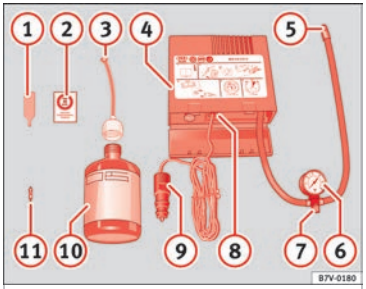

Fig. 63 Standard representation: contents of the anti-puncture kit.
- Unscrew the tyre valve cap and insert. Use the ››› Fig. 63 ① tool to remove the insert. Place it on a clean surface.
- Shake the tyre sealant bottle vigorously ››› Fig. 63 ⑩.
- Screw the inflator tube ››› Fig. 63 ③ into the sealant bottle. The bottle's seal will break automatically.
- Remove the lid from the filling tube ››› Fig. 63 ③ and screw the open end of the tube into the tyre valve.
- Place the insert back into the tyre valve using the tool ››› Fig. 63 ①.
- Screw the compressor tyre inflator tube ››› Fig. 63 ⑤ into the tyre valve.
- Check that the air bleed screw is closed ››› Fig. 63 ⑦.
- Insert the connector ››› Fig. 63 ⑨ into the vehicle's 12-volt socket ››› page 171.
- Turn the air compressor on with the ON/OFF switch ››› Fig. 63 ⑧.